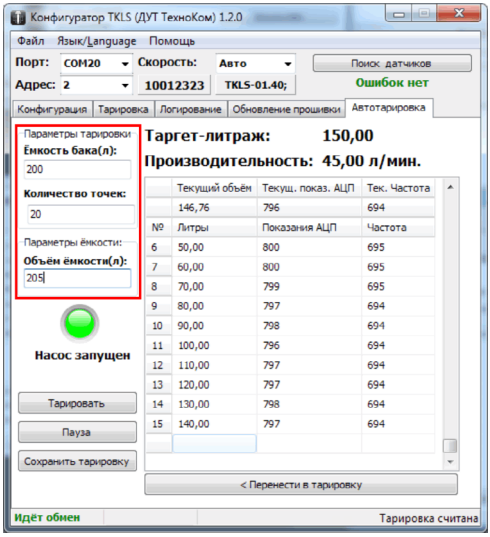

Рис.3. Вкладка «Автотарировка».
• Перед началом тарировки необходимо задать объем бака, в котором установлен тарируемый датчик. Настройка задается в поле «Емкость бака (л)» (Рис.3);
• Затем определить количество точек тарировочной таблицы (настройка «Количество точек», Рис.3). Максимальное значение – 50;
• В поле «Объем емкости (л)» (Рис.3) задать объем резервуара, из которого перекачивается топливо в бак с тарируемым датчиком.